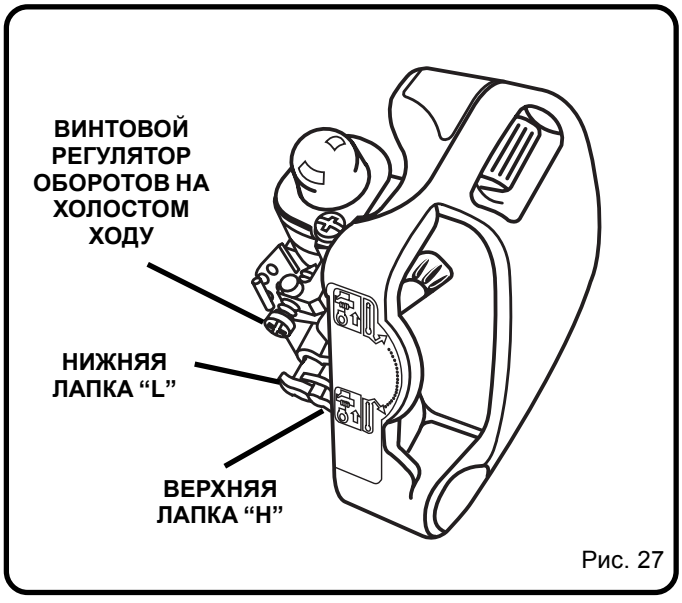

Рис. 27
3.Карбюратор нуждается в регулировке.	3. Поверните лапку “**H**” на 1/16 - 1/8 оборота по часовой стрелке. См. *рис. 27.*